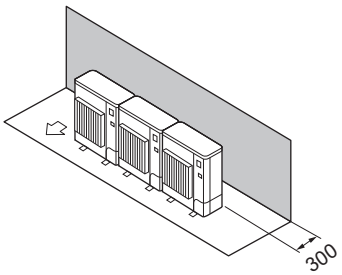

Fig. 2-13
① Solo ostacoli posteriori (Fig. 2-13)